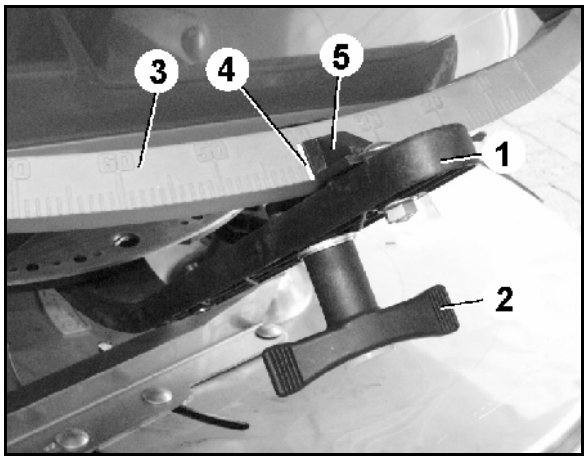

Fig. 64
The rate as per setting chart is then determined by means of the setting lever (Fig. 64/1).
2. Release the thumb screw (Fig. 64/2).
3. Look for the required slider position on the scale (Fig. 64/3).
4. Adjust the read-off edge (Fig. 64/4) of the setting lever pointer (Fig. 64/5) so that it corresponds to the scale value.
6. Retighten the thumb screw (Fig. 64/2).